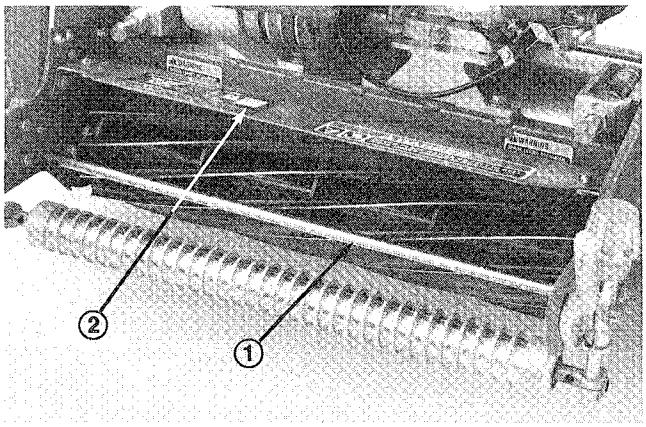

**Figure 12**
1. Measure distance from top of front support rod to the front lip of the shield at each end of cutting unit (Fig. 12).